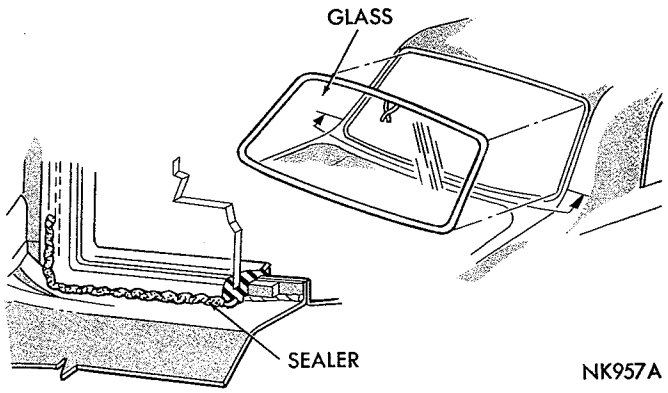

*Fig. 18—Rear Window Installation (Fury)*
(1) Apply sealer cement to each lip of weatherstrip glass groove.
(2) Install weatherstrip on glass, making sure it is fully seated.
(3) Install twine into fence groove of weatherstrip starting at top center (Fig. 18).
(4) With an assistant, position glass and weather strip in opening.
(5) With glass supported on outside, enter car and seat weatherstrip on fence by pulling twine (Fig. 18 downward and toward center of glass.
(6) Seat glass in weatherstrip using hand pressure.
(7) Apply a ⅜ inch bead of sealer (Fig. 18) across full width and up sides to lower portion of weather strip and fence at the top corners.
(8) Remove all excess sealer and cement.
(9) Water test rear window area.
(10) Install garnish mouldings and outside mouldings.
(11) Remove protective covering.